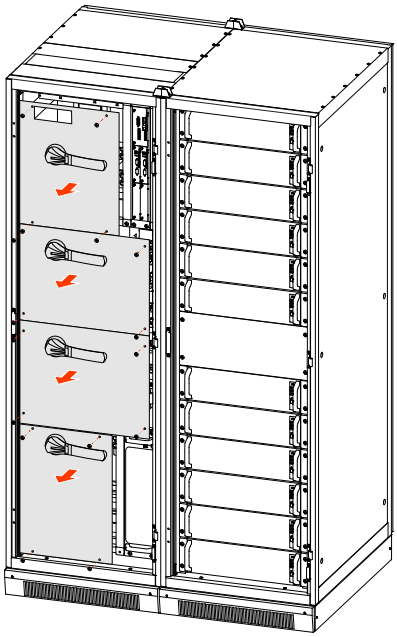

Рис. 3.26 Демонтаж крышек кабельных отсеков
Step 2 Ослабьте крепежные болты каждой крышки, открутите ручку каждого переключателя, а затем снимите крышки кабельных отсеков, как показано на Рис. 3.26.